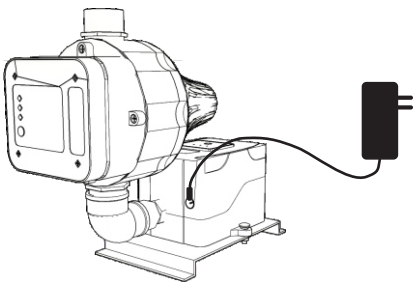

Figura 3
8.7 Conecte o plug P4 da fonte na entrada da alimentação elétrica do pressurizador, conforme ilustra a figura 3.